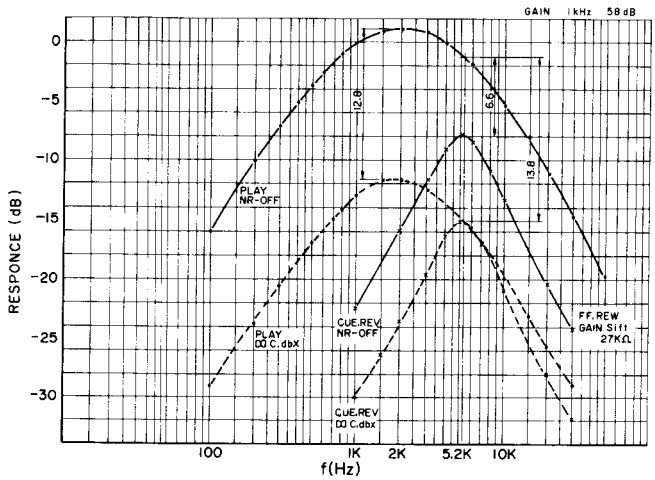
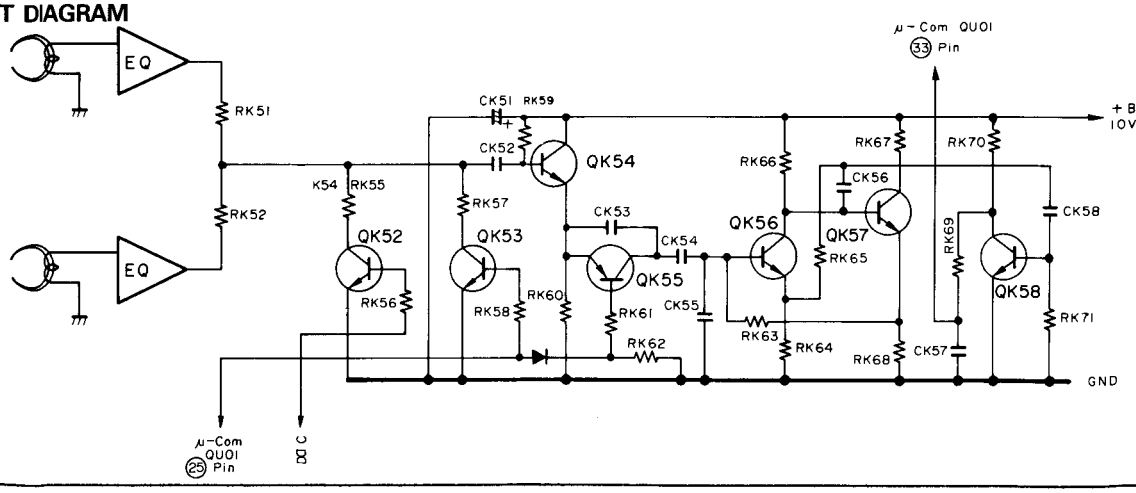

Fig. 5
Fig. 6
Operation of the inter-tune interval detecting circuit is described below. The circuit diagram is shown in Fig. 6 The gain and frequency characteristic are shown in Fig. 5.
In CUE and REVIEW modes, as QK55 is turned off by the output of pin (25) of QU01, the low band is limited. As shown in Fig. 6, the frequency is 2kHz in normal play mode and the band pass filter characteristic 6 dB/oct of 5.2kHz in CUE and REVIEW modes. The detectable inter-tune interval is about 3 sec. in normal play mode and about 100 msec. in CUE and REVIEW modes, which has previously been programmed in the μ-com QU01. (Considering the mechanism operation time, the nominal detectable time is 4 seconds.)
As an element of the inter-tune interval detecting circuit, there is a gain shift in addition to a band shift. The gain shift is provided for gain increase by the frequency shift in normal play, CUE and REVIEW modes and encoding of noise reduction (Dolby-C, dbx). As shown in Fig. 5, it is as shown below for normal speed NR-OFF.